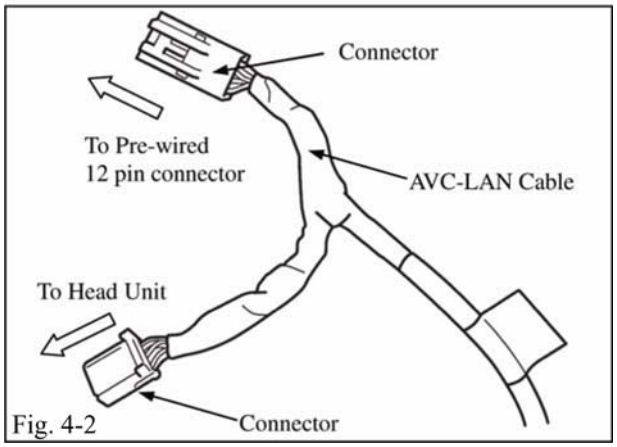

Fig. 4-2
(2) If applicable, plug the pre-wired 12 pin connector into the connector of the AVC-LAN cable. (Fig. 4-2 & 4-3)